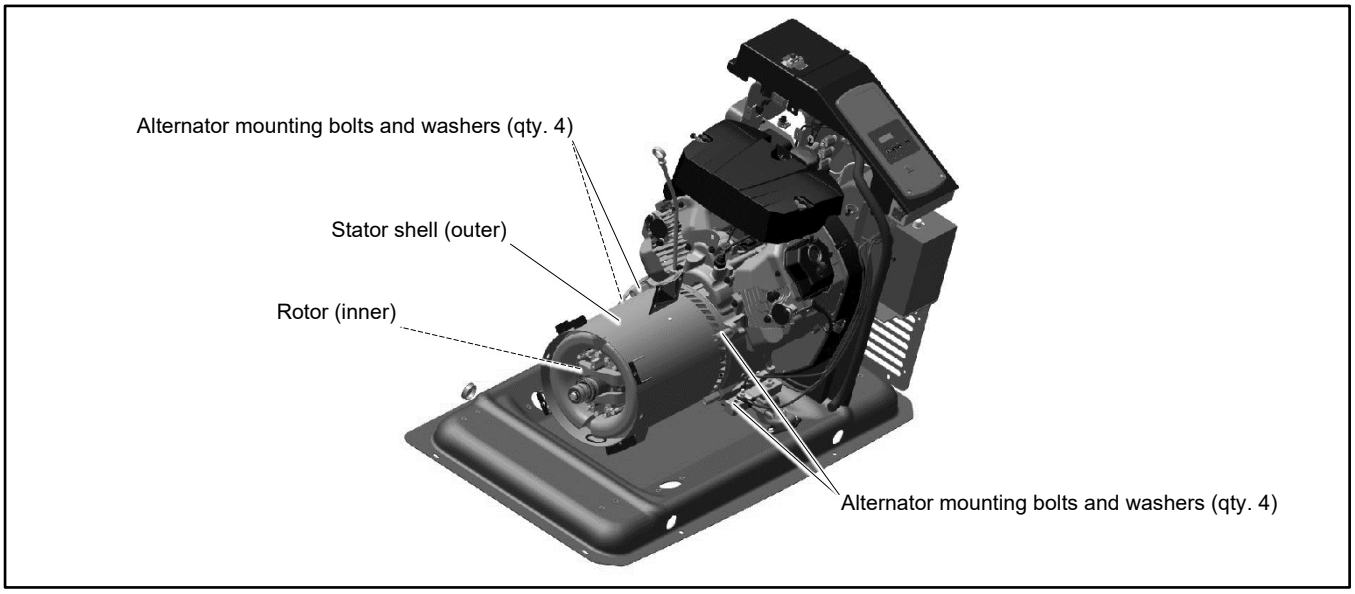

Figure 123 Alternator Mounting Bolts
30. Remove the four mounting bolts and washers that secure the alternator to the engine. See Figure 123.
32. Carefully pull the stator from the rotor. See Figure 123.